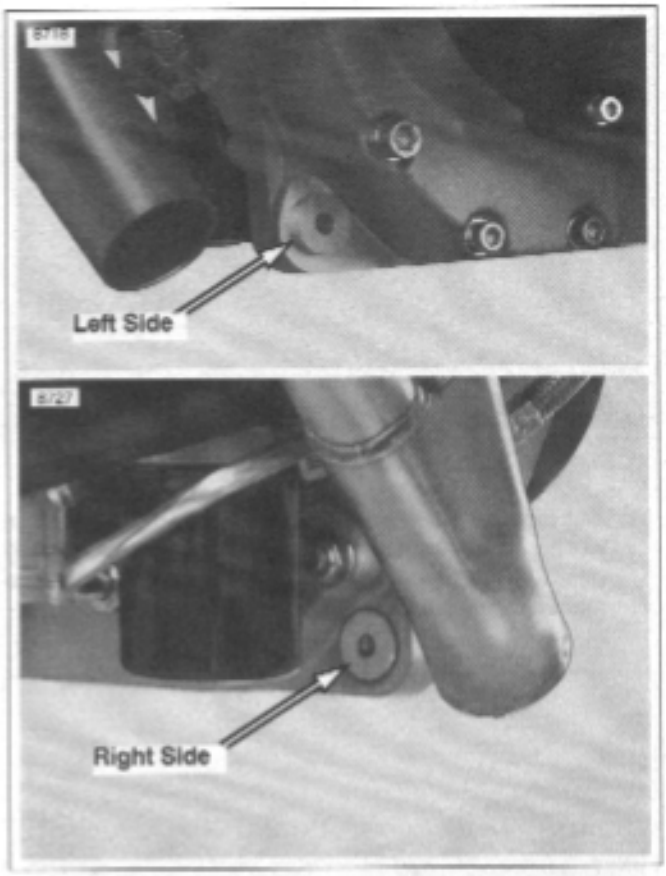

Figure 3-31. Front Exhaust Mount Bushings (2 piece)
d. See Figure 3-31. Aluminum bushings from front exhaust mount.